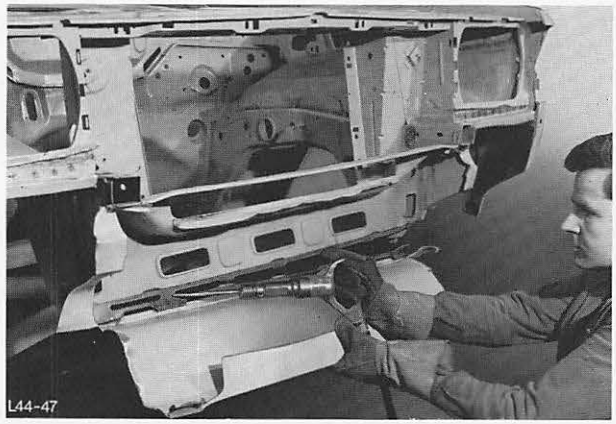

Abb. 42 Schürze kompl. austrennen
7. Restliches Mittelstück der Schürze austrennen, Abb. 42.